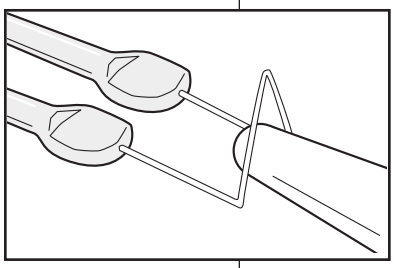

Figure 7c
e. Position the filament so the top of the looped end is in the field of view. Using the reticle, note the location of the *inside edge* of the filament. Move the filament, looped end up, closer to the objective until the looped end is out of view. This will allow the pipette to be placed under the filament and still be in the field of view (see **Fig. 7c**).